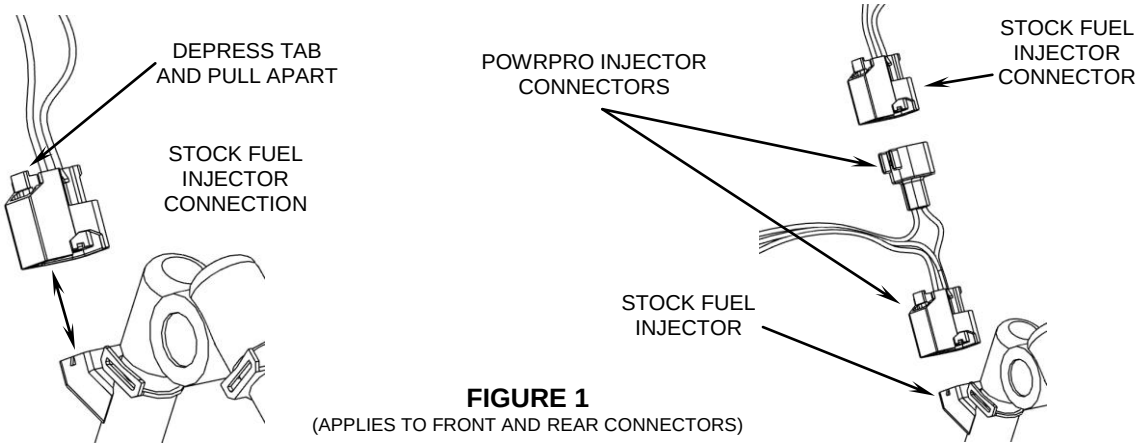

FIGURE 1
2. Locate the factory connector on each fuel injector. Depress the clip on the connector and pull the connector free and move it out of the way, see Figure 1. **Note:** A pair of needle nose pliers and a long flat blade screwdriver helps with this job.
4. Attach the pair of Powrpro module’s injector plugs labeled "FRONT" to the front injector. Take the original H.D. connector and insert the corresponding Powrpro connector into it, refer to Figure 1.
5. Attach the Powrpro module’s remaining injector plugs labeled "REAR" onto the rear injector. Then take the original H.D. connector and insert the corresponding Powrpro connector into it, refer to Figure 1.